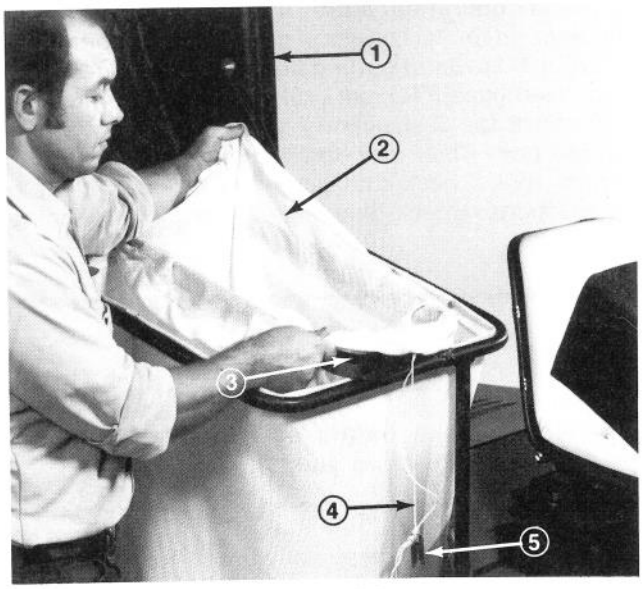

Figure 23
9. Open hood and position bag around inner frame of upper support tube assembly (Fig. 23).